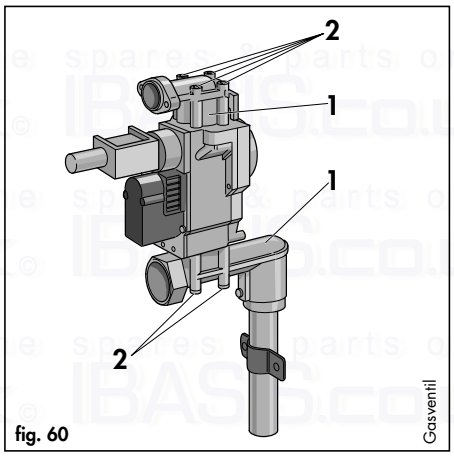

fig. 60
- Remove both inlet and outlet connections from the gas valve (1, fig. 60) by removing the eight securing screws (2, fig. 60) and refit to new gas valve using new seals provided.